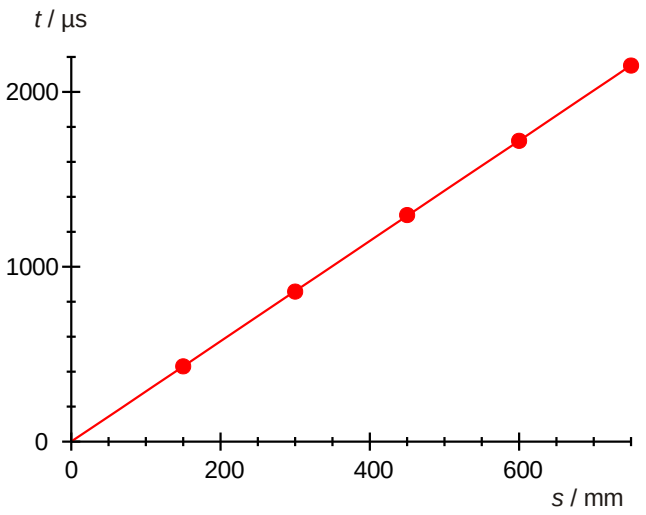

Fig. 3: Schalllaufzeit *t* in Luft in Abhängigkeit von der Laufstrecke *s* bei Raumtemperatur.
- Die gemessenen Laufzeiten *t* gegen die eingestellten Abstände *s* in einem Diagramm auftragen (Fig. 3).